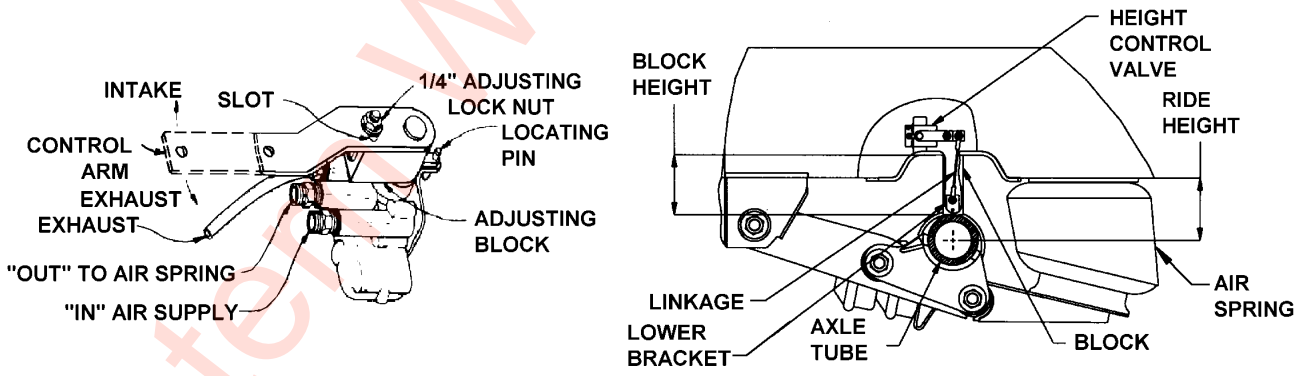

Figure 4-5: Air Ride Height Adjustment
(See Figure 4-5 for parts identification.)
2. Disconnect linkage at the control arm and raise control arm to the “up” position, raising the trailer until a block can be placed between axle tube and undercarriage frame **(See Figure 4-5.)**
6. Loosen the 1/4” adjusting lock nut located on the adjusting block, allowing the control arm to move approximately 1 inch. Move the adjusting block until holes align, then insert locating pin. **(See Figure 4-5.)**